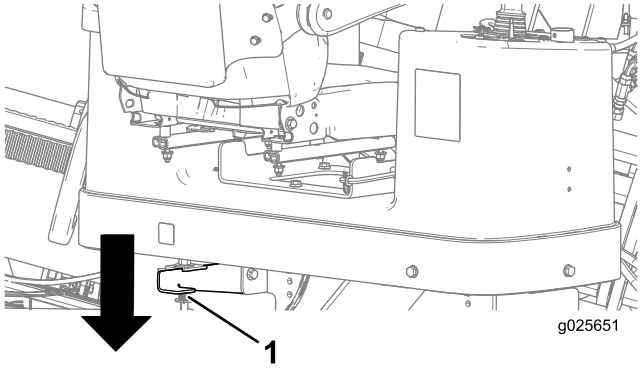

Figure 71
5. Appuyez sur le verrou arrière qui maintient la plate-forme de l'opérateur et écartez celle-ci à la position voulue, en veillant à la verrouiller en place (Figure 71).